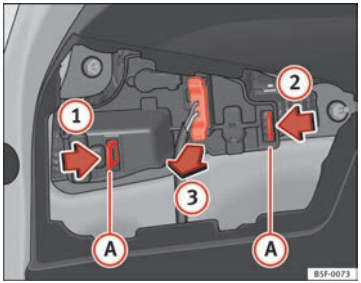

Fig. 196 Remove the bulb holder
– Unlock the retaining tabs (A) of the bulb holder, following the direction of arrows (1) and (2) ⇒ Fig. 196.
– Remove the bulb holder by turning it in the direction of arrow (3) ⇒ Fig. 196. ■
– Install the bulb holder making sure that locking clips ⇒ Fig. 196 (A) are properly clipped on.